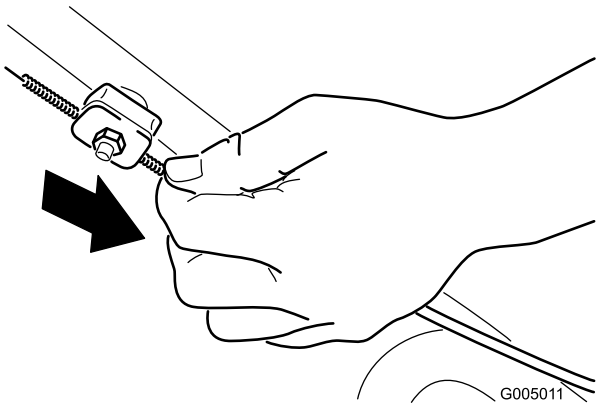

Figura 30
2. Abbassate la guaina del cavo (verso la macchina) fino a tendere il cavo (Figura 30).